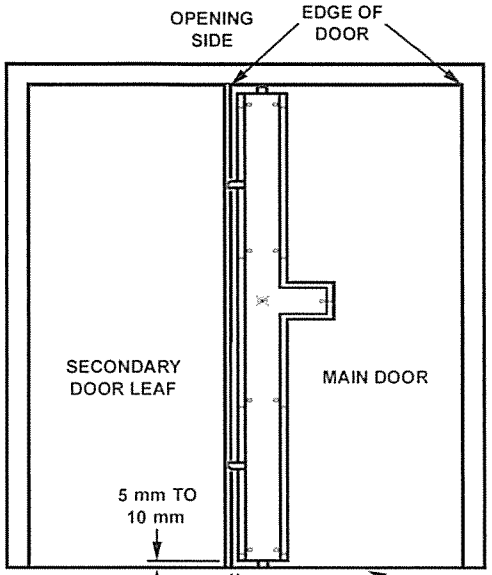

FIGURE 1
2. Position Lock onto door so that bottom of Lock is 5-10mm up from the bottom of the door & such that the edge of the Lock Body is as close as is practical to the opening edge of the active door leaf. (Fig. 1 & 2)